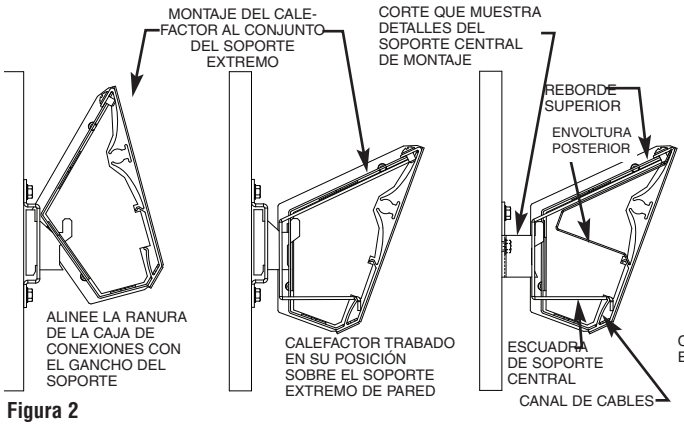

**Figura 2**
4. Para montar el calefactor, fije la escuadra de soporte central al soporte central de pared inclinando el calefactor hacia atrás y haciendo que la ranura superior caiga sobre el gancho del soporte, según se indica en la Figura 2. Fije las cajas de conexiones a los soportes extremos de pared en forma similar. Lleve el calefactor hacia adelante, para fijarlo en su posición.
4. Para montar el calefactor, fije las escuadras de soporte central a los soportes centrales de pared inclinando el calefactor hacia atrás y haciendo que la ranura superior caiga sobre el gancho del soporte, según se indica en la Figura 2. Fije las cajas de conexiones a los soportes extremos de pared en forma similar. Lleve el calefactor hacia adelante, para fijarlo en su posición.